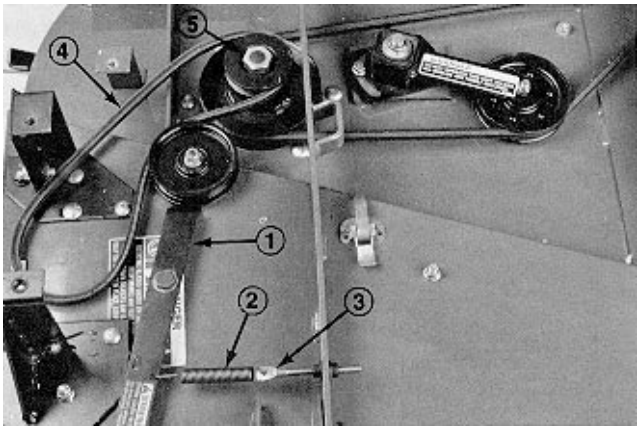

Figure 17
3. Thread a 5/16−18 flange nut onto threaded rod approximately 2" (Fig.17).
4. Insert end of threaded rod through hole in bridge bar and loosely secure with another 5/16−18 flange nut (Fig.17). Do not tighten flange nuts at this time. Adjust spring tension after blower assembly and belt have been installed.
5. Hook short loop of spring into hole in threaded rod and long loop in hole in idler arm (Fig.17).